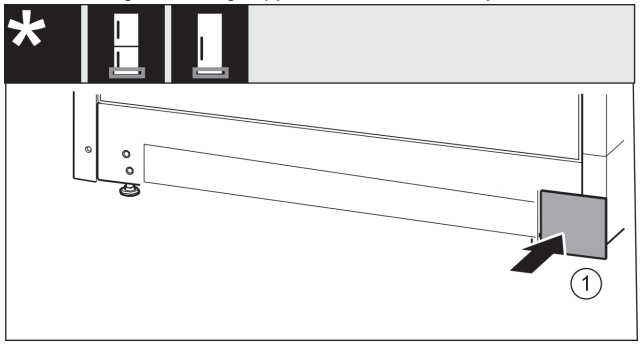

Fig. 33
- ▶ Afdekking *Fig. 33 (1)* van de andere zijde weer er in steken.